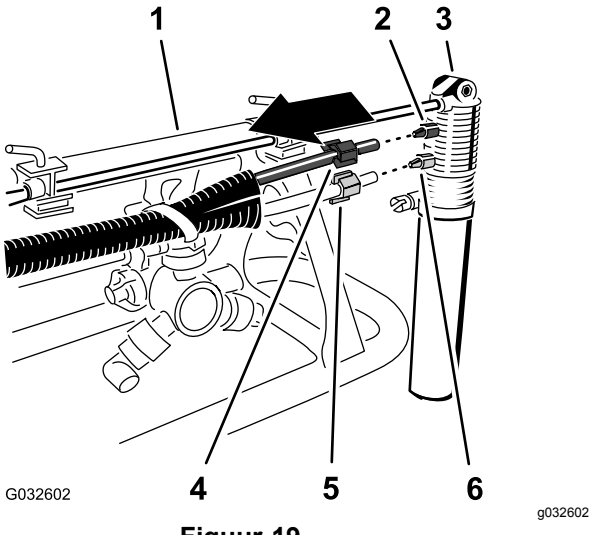

Figuur 19
2. Zet bij de spuitdop van de schuimmarkeerder de klemmoer los waarmee de blauwe buis (water) bevestigd is aan de blauwe klemkoppeling van de spuitdop van de schuimmarkeerder (Figuur 19).
3. Zet de klemmoer los waarmee de doorzichtige buis (lucht) bevestigd is aan de witte klemkoppeling van de spuitdop van de schuimmarkeerder (Figuur 19).
5. Verwijder de klemmoeren aan het uiteinde van de buizen (Figuur 19).